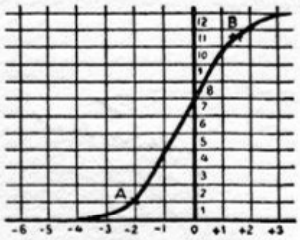

Fig. 31. De karakteristiek van een lamp (een triode).
W. — Volgens deze waarden schetsen we nu de *karakteristiek* van de lamp (fig. 31). Die kromme vormt als het ware het paspoort van de lamp. Zij licht ons in over haar eigenschappen en staat ons toe haar zoo goed mogelijk te gebruiken. Men kan bij deze kromme drie verschillende deelen onderscheiden: ten eerste het deel van het linkereinde tot aan het punt A, dat heet de *onderste bocht*. Vervolgens neemt tusschen A en B de stroom evenredig toe met de roosterspanning: dat is het *rechte deel* van de karakteristiek. Tenslotte, bij B te beginnen, krijgen we de *bovenste bocht*, gevolgd door een vrijwel horizontale lijn, die overeenkomt met den verzadigingsstroom: de kathode kan dan niet meer electronen leveren.